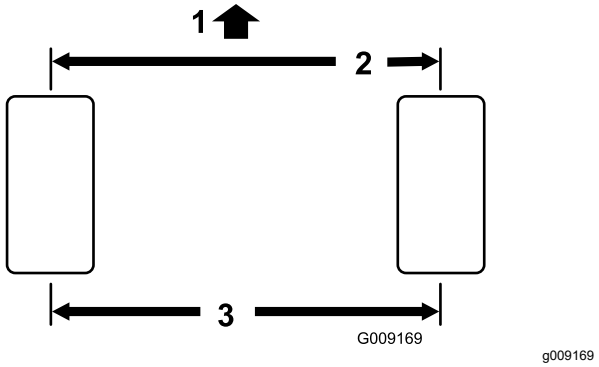

**Figuur 114**
2. Meet de afstand hart-op-hart van het toespoor (ter hoogte van de assen) aan de voorzijde en de achterzijde van de stuurwielen (Figuur 114).